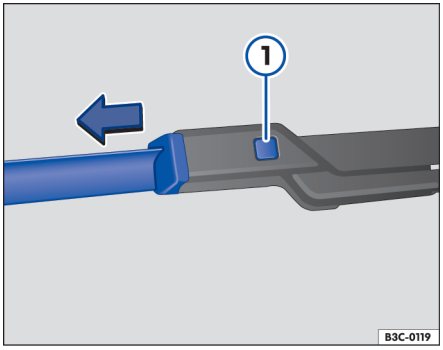

图 149 更换风窗刮水器刮水片
- 按住分离按钮⇒图 149 ① 同时沿图示箭头方向拉出刮水片。